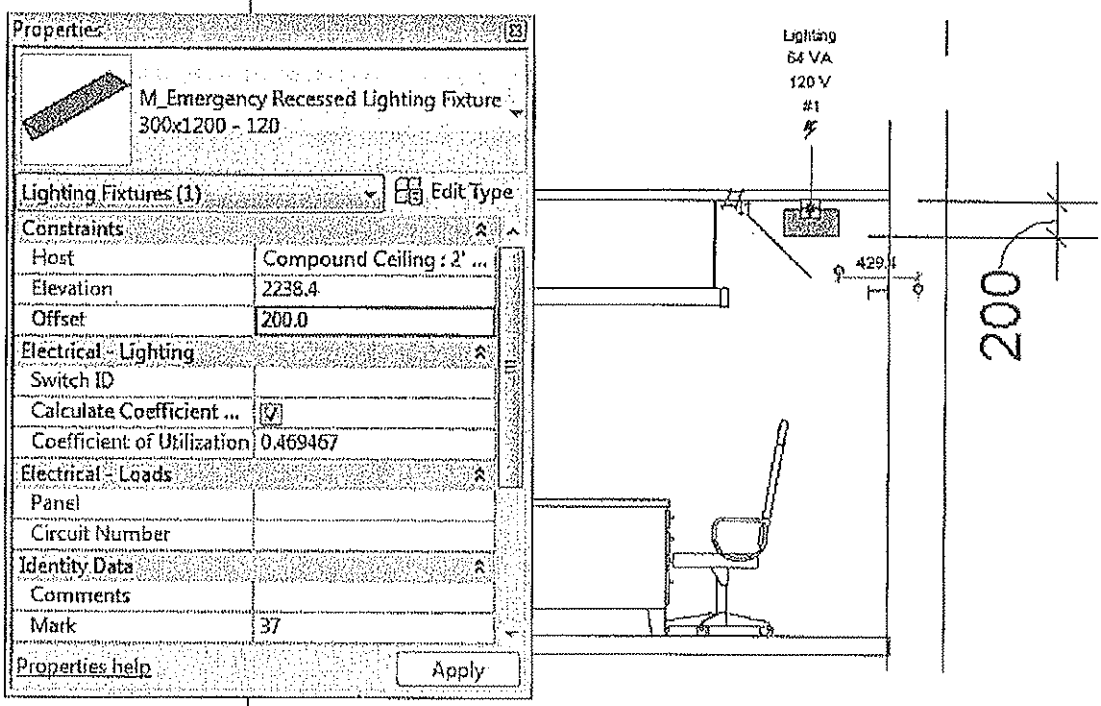

Figure 11–13
- Some fixtures have an additional **Offset** parameter. This enables you to specify that the fixture be offset from the host, such as a fluorescent fixture, which hangs below the ceiling. In this case, adjust the elevation value to reflect the new elevation of the fixture, as shown in Figure 11–13.